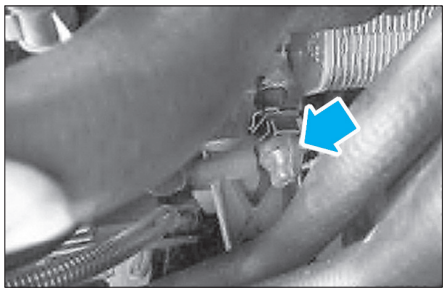

Fig. 38
• Débrancher le connecteur et déposer le manocontact de pression d'huile **(Fig.38)**.